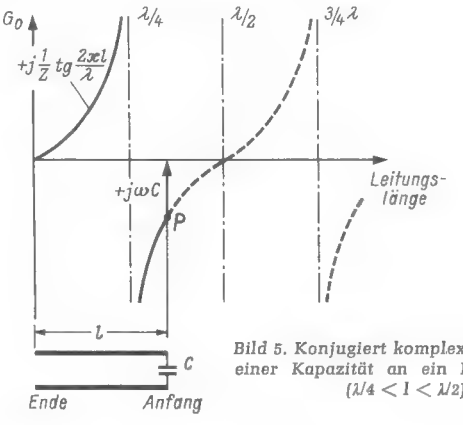

Bild 5. Konjugiert komplexe Anpassung einer Kapazität an ein Leitungsstück (λ/4 < l < λ/2)
Bild 5 zeigt den Verlauf der Gleichung (7). Man erkennt das induktive Verhalten der Leitung zwischen $\lambda/4 < l < \lambda/2$ und das kapazitive Verhalten zwischen $0 < l < \lambda/4$. Bei konjugiert komplexem Abschluß muß die Belastungskapazität so groß gewählt werden, daß die Größe des Blindleitwertes $+ j\omega C$ des Kondensators den der Leitungslänge l entsprechenden Kurvenpunkt P mit der Abszisse verbindet.